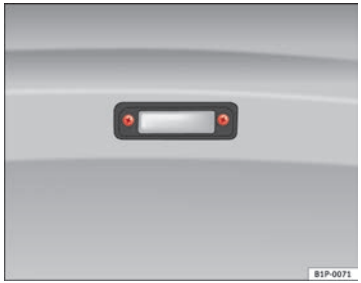

Fig. 199 Luce targa
– Per rimuovere il coprifanale, svitare le viti. ⇒ fig. 199